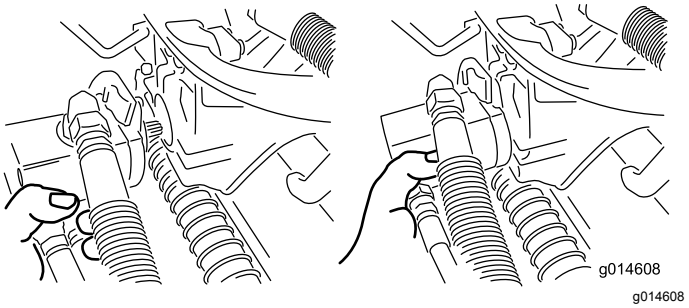

Figuur 49
3. Zet de motor in de opbergruimte op de voorkant van de ophangarm (Figuur 49).